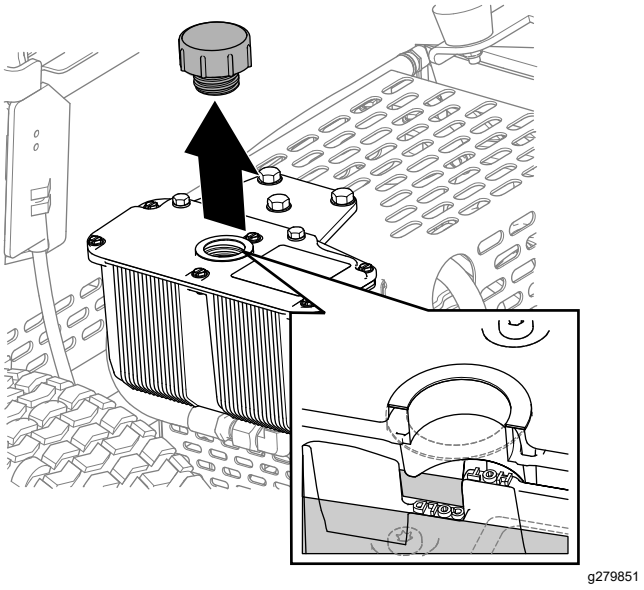

Figur 36
3. Avlägsna locket och kontrollera hydraulvätskenivån i tanken (Figur 36).